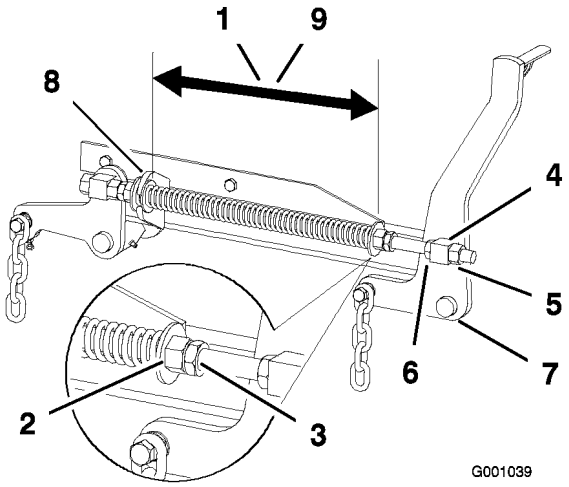

Figur 75
2. Kontroller avstanden mellom de to store skivene. Den må være 28,2 cm for 52 tommers klippeenheter og 26,7 cm for 60 tommers klippeenheter (Figur 75).
3. Juster denne avstanden ved å løsne låsemutteren for fjæren og mutteren foran hver fjær (Figur 75). Fjæren blir kortere hvis du vrir mutteren med klokken, og kortere hvis du vrir den mot klokken.
4. Lås mutteren i stilling ved å trekke til fjærens låsemutter (Figur 75).